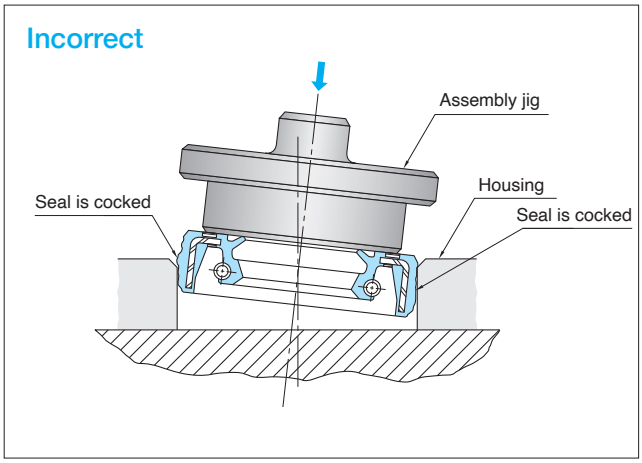
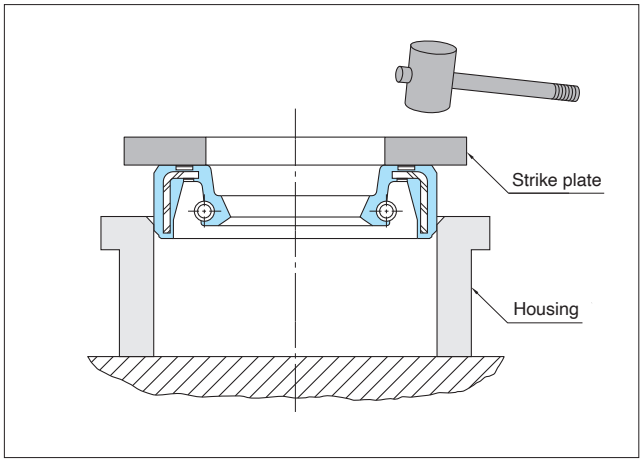
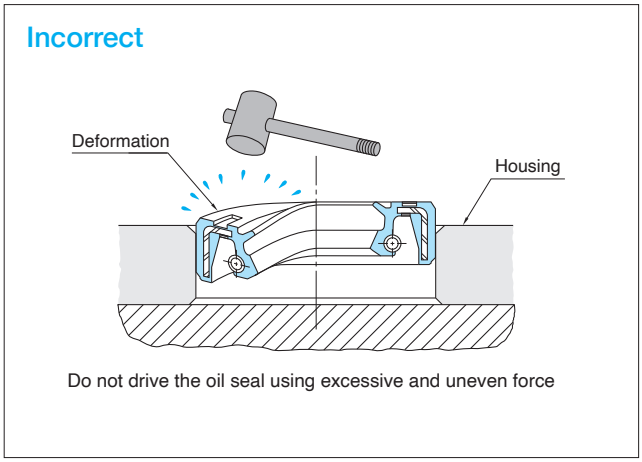

Fig. 7-7 A Cocked Seal Installation Example
Fig. 7-8 Installing a Seal Without a Press
Fig. 7-9 Damage Caused by Direct Hammer Strikes
❸ Place the oil seal in the housing bore in a horizontal position, and then press the oil seal in uniformly. Pressing a cocked seal in with excessive force (see Fig. 7-7) deforms the oil seal, which in turn causes leakage.
❹ For oil seals with a rubber OD, press the assembly jig twice in succession to let the oil seal settle firmly at the desired depth of installation in the bore.
❺ If a press is not available, use a full-sized strike plate as shown in Fig. 7-8, and drive the entire circumference evenly with a hammer to install the oil seal squarely into the bore. Do not strike the oil seal directly with a hammer, as shown in Fig. 7-9.